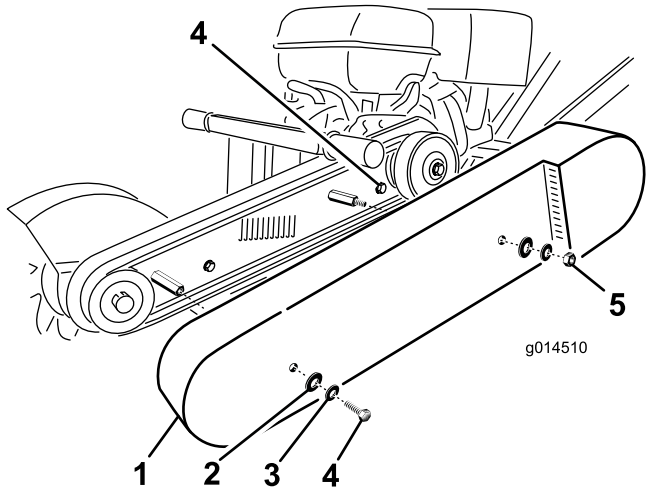

Figure 20
2. Retirez les vis de fixation du protège-courroie (Figure 20).